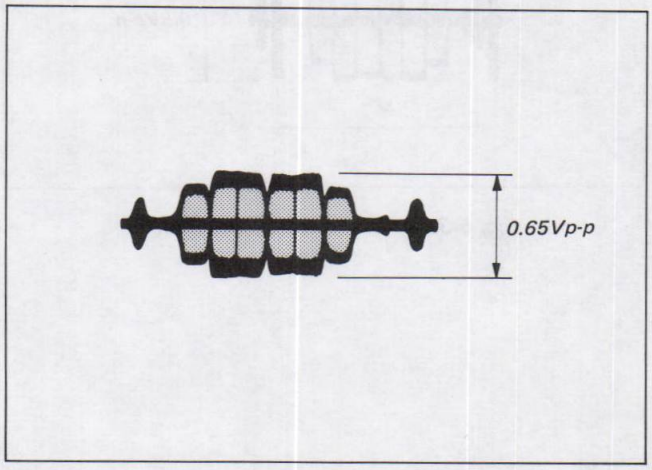

Fig. 5-44. EXCH. C. adjustment
(1) Play back the colour bar segment of alignment tape and set up the PAUSE mode.
(2) Connect the oscilloscope to pin 25 of IC004.
(3) Adjust RV005 so that the fluctuation of level is 0 ± 2%. (See Fig. 5-44.)